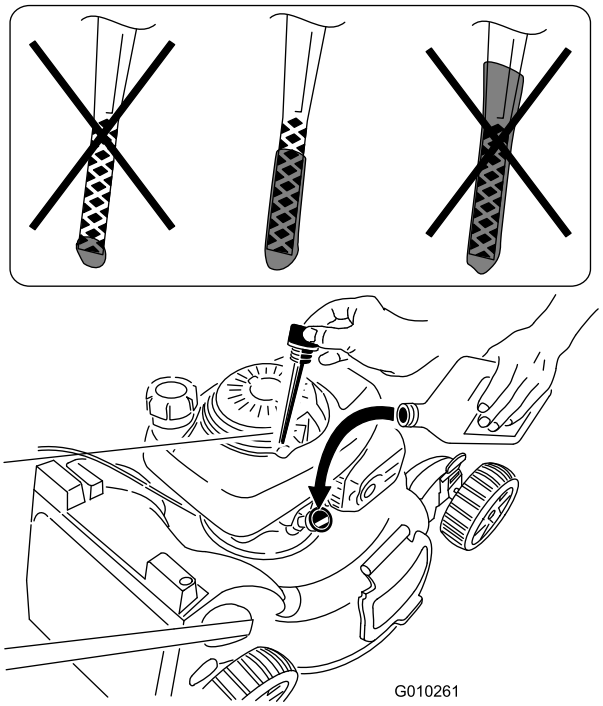

**Figur 16**
- Hvis oliestanden er for lav, skal en lille mængde olie langsomt hældes i oliepåfyldningsrøret. Vent 3 minutter, og gentag derefter trin 3 til 5, indtil oliestanden er korrekt som vist i Figur 16.
- Hvis oliestanden er for høj, skal overskydende olie aftappes, indtil oliestanden er korrekt, som vist i Figur 16 Se Skift af motorolien (side 17) for at få oplysninger om at aftappe overskydende olie.
2. Tag målepinden ud (Figur 16).
5. Tag målepinden ud, og kontroller oliestanden på målepinden. Se Figur 16.